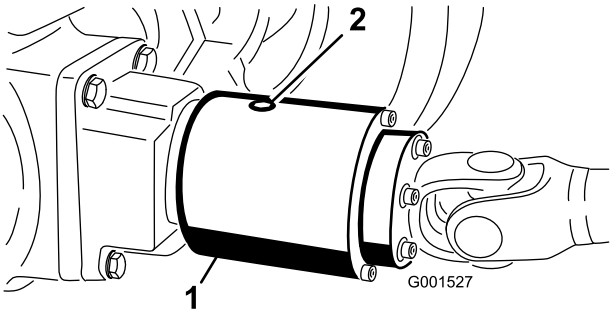

Figur 28
2. Vrid kopplingen (Figur 28) så att kontrollpluggen (som här visas i läget ”klockan 12”) sitter i läget ”klockan 4”.